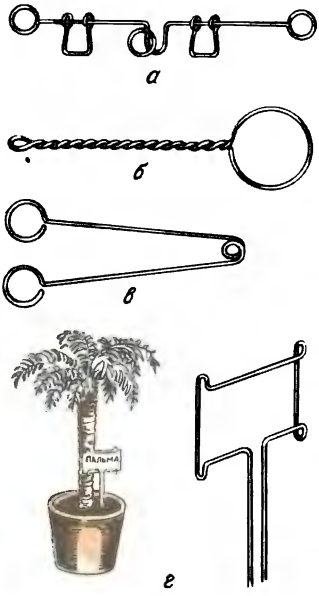

Рисунок 54. Изделия из проволоки:
Из мягкой тонкой проволоки можно сделать колечки, крючки, основания для этикеток к комнатным растениям, кольца для сачков, головоломки, щипчики для сухого горючего (рисунок 54).
2. Изготовьте из проволоки головоломку, кольцо для сачка, основание для этикетки, щипчики для сухого горючего материала (смотри рисунок 54). План работы на каждое изделие согласуйте с учителем.